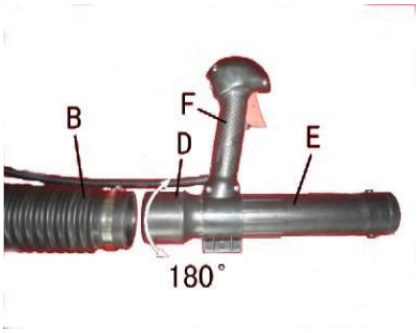
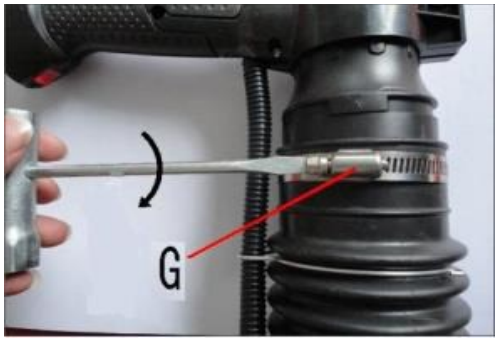

Abb. 3
Abb. 4
3. Drehen Sie die Markierung des Drehrings **(D)** so, dass sie mit dem Gashebel **(F)** übereinstimmt. Das Betriebsrohr **(E)** in das flexiblen Rohrs **(B)** einsetzen (Abb. 3) und dann mit einer Schlauchschelle **(G)** fest anziehen (Abb. 4).